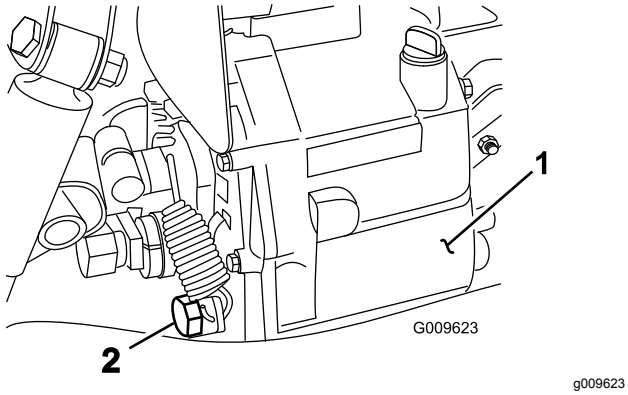

**Figur 69**
4. Fjern aftapningsproppen fra siden af beholderen, og lad hydraulikvæsken løbe ud i en drænbakke (Figur 69).